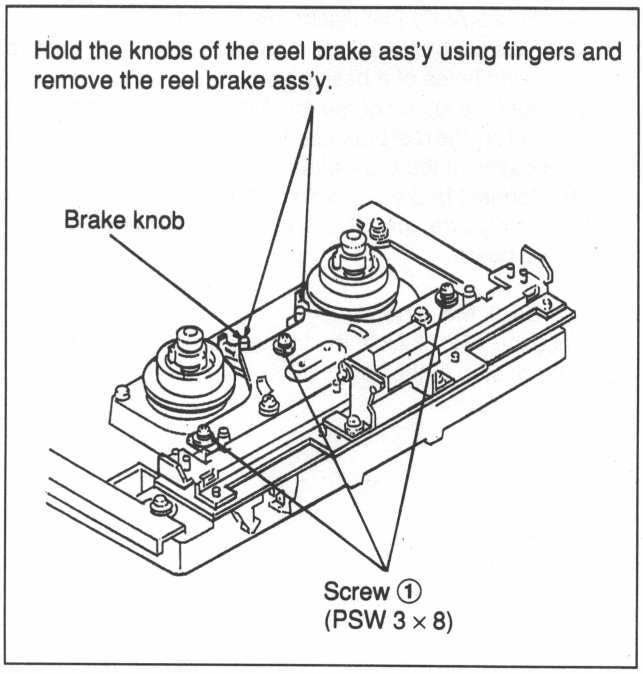

Fig. 7-9-6 Reel Brake Ass'y Removal
4. Reel Brake Ass'y Removal (Refer to Fig. 7-9-6.)